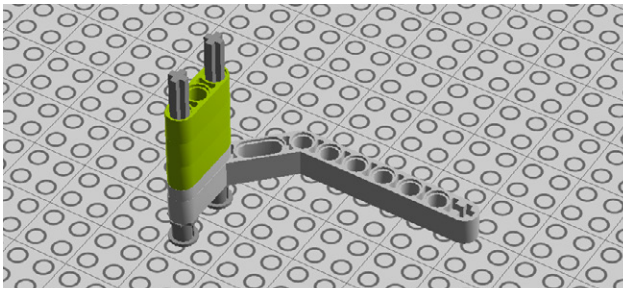

Figure 7-68. *Step 61: Attaching three beams*
61. Then, throw on three 3M beams (see Figure 7-68).